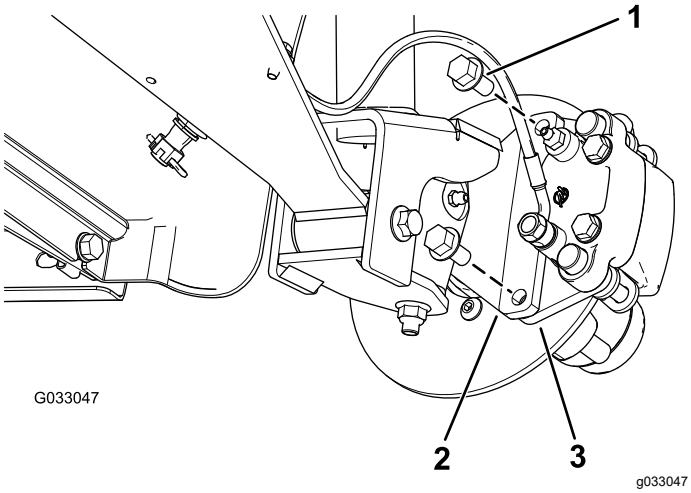
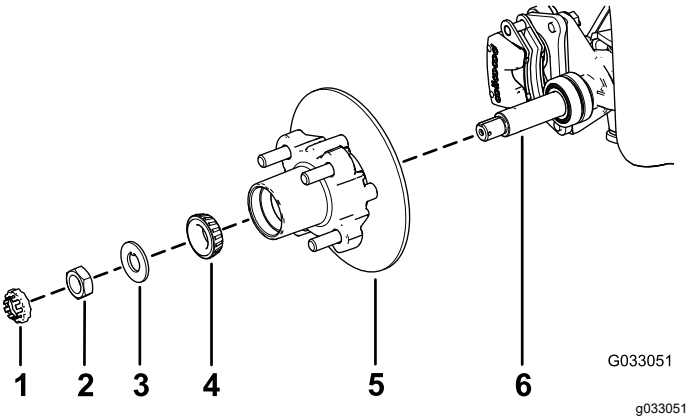

Figur 27
Figur 31
3. Fjern flangehovedboltene (⅜" x ¾"), der holder beslaget til bremsesamlingen fast på spindlen, og adskil bremsen fra spindlen (Figur 27).
1. Påfør et lille lag af det anførte smøremiddel på spindlen (Figur 31).
2. Monter nav og rotor på spindlen med rotoren indvendigt (Figur 31).
3. Monter det udvendige leje på spindlen og sæt lejet på plads i relation til den udvendige lejeløbering (Figur 31).
4. Monter tapskiven på spindlen (Figur 31).
5. Skru spindelmøtrikken på spindlen, og tilspænd møtrikken med et moment på 15 Nm, mens navet roteres, så lejet indstilles (Figur 31).
2. Ret bremseklodserne ind på hver side af rotoren (Figur 27), og ret hullerne i kaliberbeslaget ind efter hullerne i bremsemonteringen på spindelrammen (Figur 31).
3. Fastgør kaliberbeslaget til spindelrammen (Figur 27) ved hjælp af de 2 flangehovedbolte (⅜" x ¾").